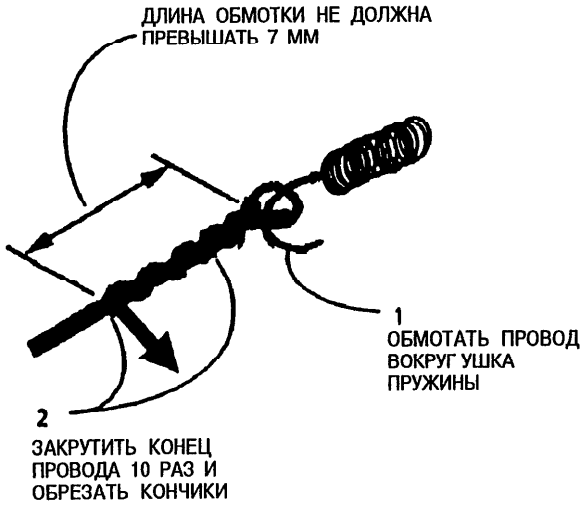

Рис. 2. Укрепление нити коротрона переноса на пружину
1. (Рис. 2): Используя минимум 40 см провода для нити коротрона или моток на катушке, прикрепить провод к пружине.